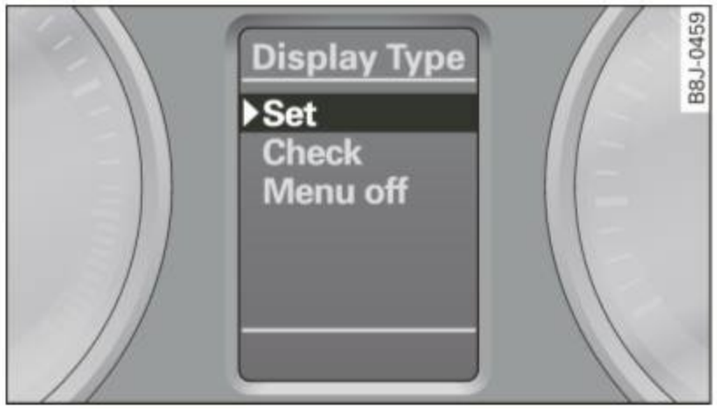

Fig. 16 Display: Start menu
– Press the Reset button (B) until the menu display ⇒ fig. 16 appears